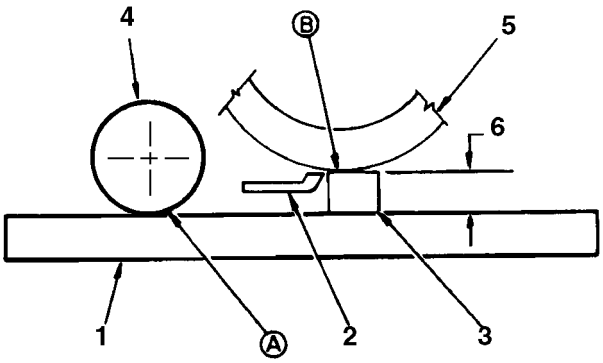

Fig. 4
- Inserire sotto il cilindro e contro il tagliente della controlama (Fig 4) una barra lunga 70 cm (Fig. 4), circa 3 mm più spessa dell'altezza di taglio richiesta. Il cilindro (non la controlama) deve toccare la barra per tutta la sua lunghezza.
E. Inserire sotto il cilindro, per tutta la sua lunghezza ed accanto al tagliente della controlama, una barra lunga 70 cm (Fig. 4), di spessore identico all'altezza di taglio richiesta.